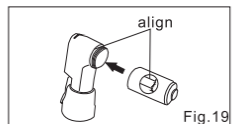

Fig.19
4) Completely insert the cartridge until the cartridge end face aligns with the end face of the handpiece head (Fig 19).